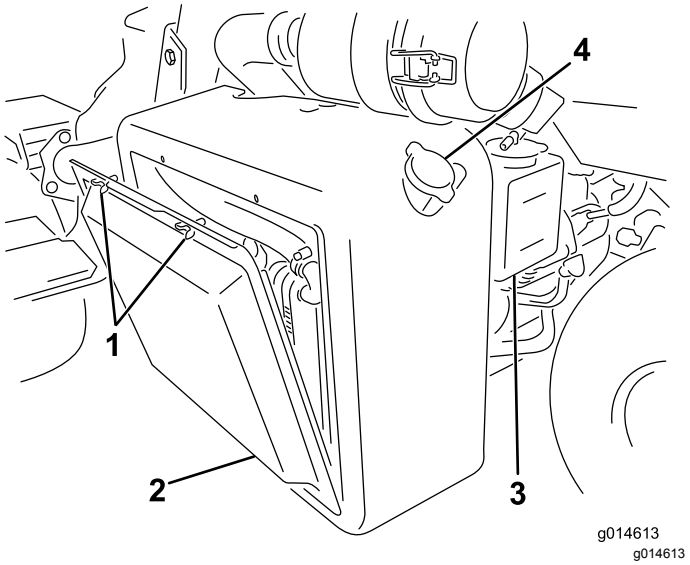
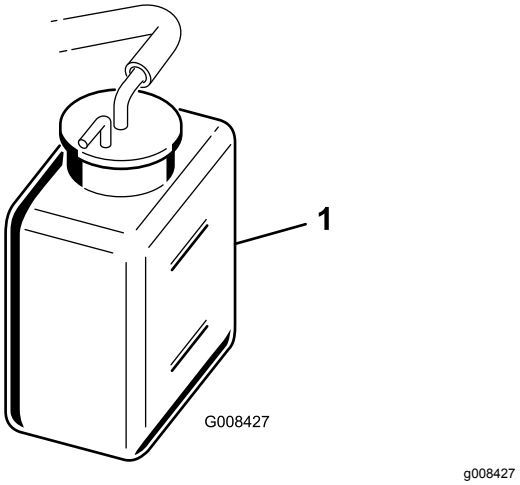

Figur 41
Figur 42
1. Ta av radiatorskjermen (Figur 41).
2. Kontroller kjølevæskenivået (Figur 41 og Figur 42).